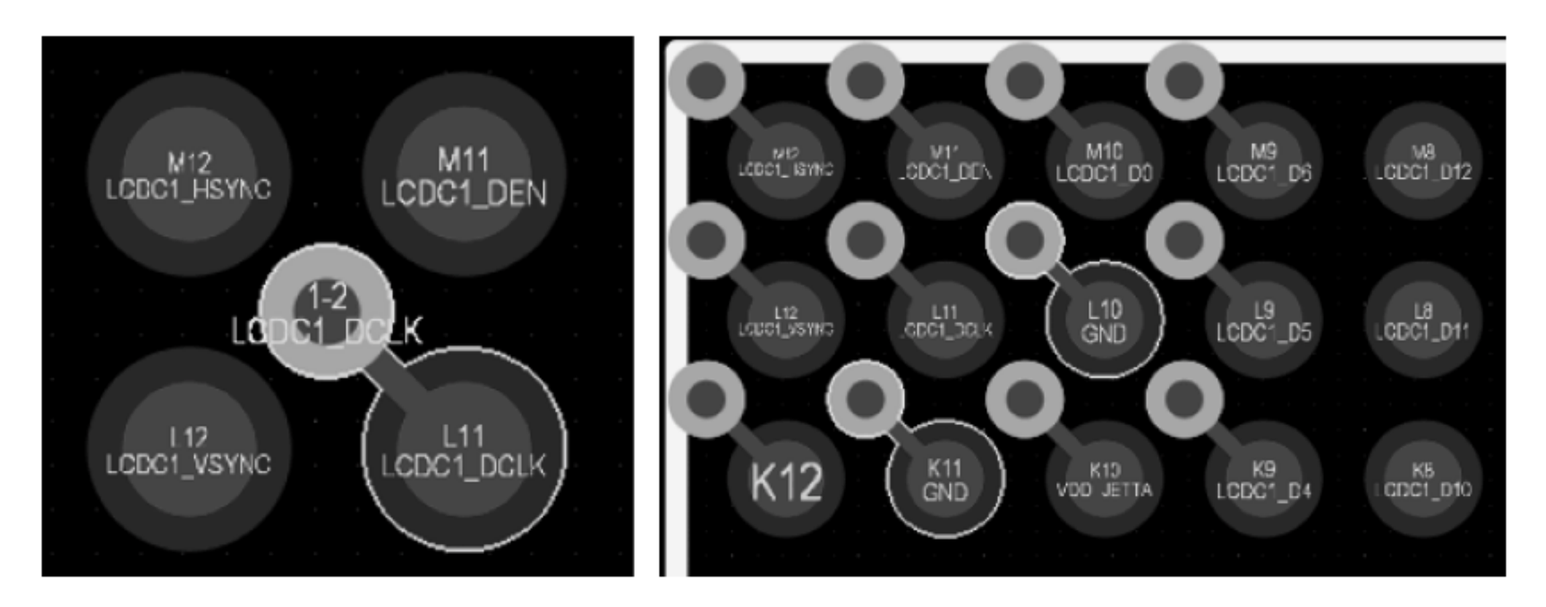

图 1-126　BGA 手工扇出
(5) 将过孔与焊盘用导线连接起来,然后复制已经扇出的过孔和导线粘贴到其他焊盘完成扇出即可,如图 1-126 所示。